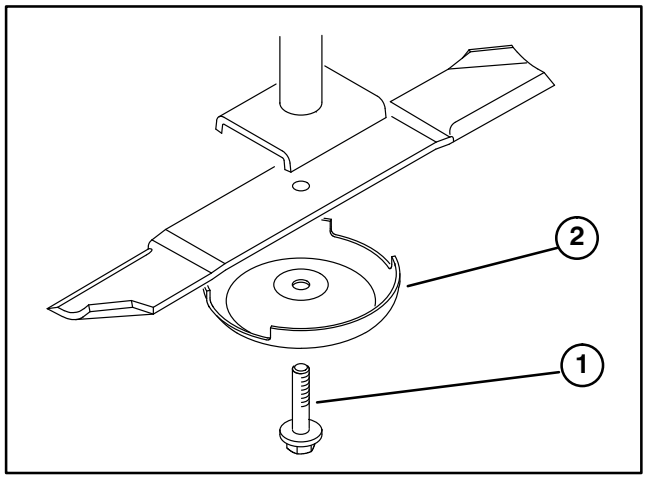

Figure 6
1. Grasp end of blade using a glove or thickly padded glove. Remove blade bolt, anti−scalp cup and blade from spindle shaft (Fig. 6).